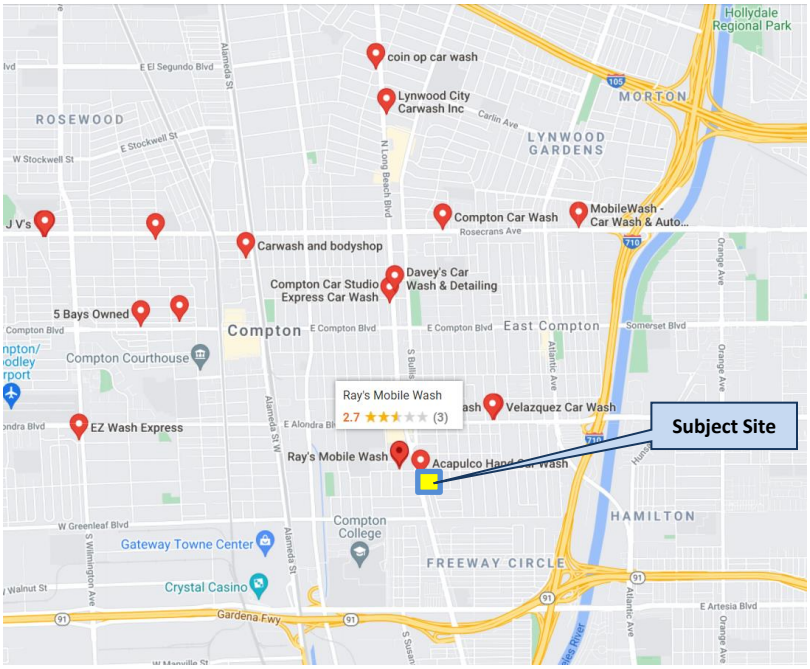

Figure 3 – *Existing Car wash Map*
There are at least six (6) existing car washes (automated, hand car wash, coin-operated, detailing, etc.) located within 2.0 miles of the subject site, see *Figure 3*. The City has tried to discourage the applicant from proposing car wash. However, the applicant has stated they wish to continue with the project even with a recommendation for denial.